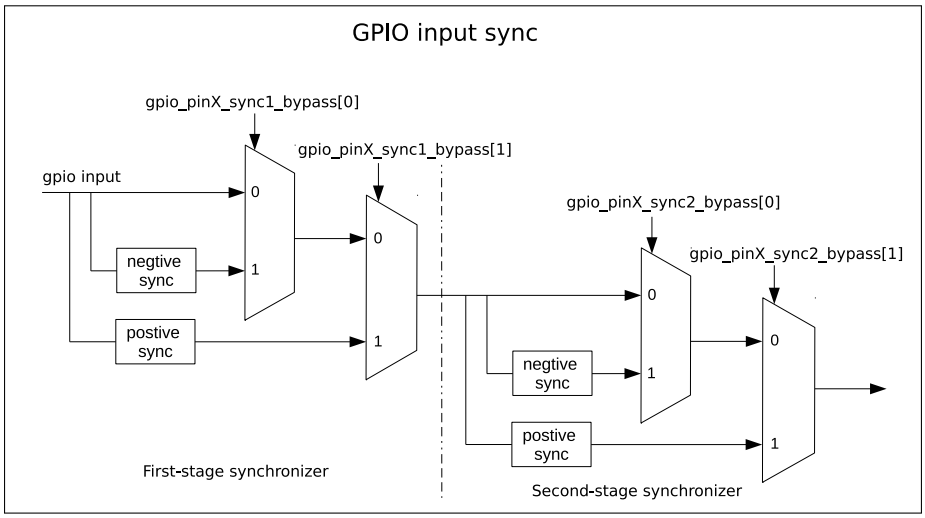

Figure 5.4-1. GPIO Input Synchronized on APB Clock Rising Edge or on Falling Edge
Figure 5.4-1 shows the functionality of GPIO SYNC. In the figure, negative sync and positive sync mean GPIO input is synchronized on APB clock falling edge and on APB clock rising edge, respectively.
- Set GPIO_PINx_SYNC1_BYPASS to enable input signal synchronized on rising edge or on falling edge in the first clock, see Figure 5.4-1.
- Set GPIO_PINx_SYNC2_BYPASS to enable input signal synchronized on rising edge or on falling edge in the second clock, see Figure 5.4-1.